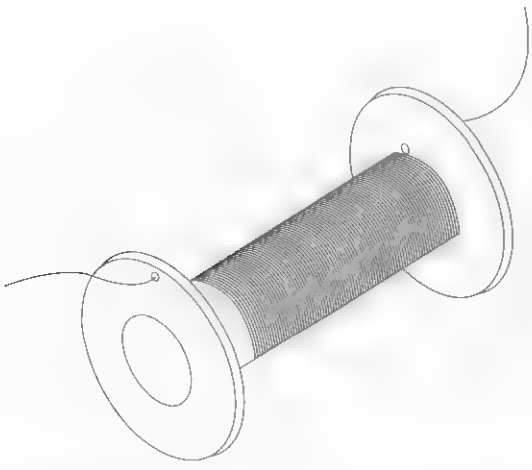

Figure 36-4 *Winding instructions for L1*
1. Figure 36-4 shows coil L1 wound with thousands of turns of fine magnet wire. This may be difficult to do and it is suggested that the builder locate a high-voltage oil burner ignition, neon sign, bug killer, or other similar transformer and carefully remove the high-voltage secondary winding. The parameters of these transformers are usually around 5,000 volts at 10 to 20 milliamps. These are available from junkyards and other places. Many are rejected due to radio and TV interference and yet have intact secondary winding suitable for this project.
Note: The sense head as shown in this sketch is wound from a transformer bobbin. Any plastic bobbin 2"x1" will usually suffice. See Figure 36-4.